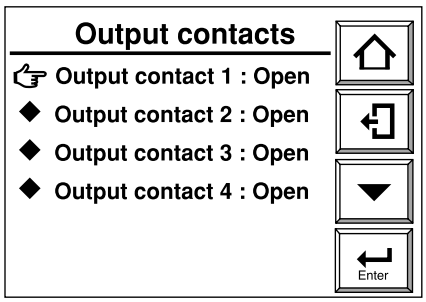

Figura 7.15.2 Display di controllo contatti uscita
(1) Premere il tasto Configurazione nel display base per visualizzare il display Esecuzione/Configurazione. Selezionare Maintenance in tale display.
(2) Selezionare Contact check nel display Maintenance per visualizzare il display Output contact check (Vedi figura 7.15.2).
(3) In questo display, selezionare l'uscita da controllare. Viene visualizzato quindi il display che consente la chiusura ed apertura dei contatti. Utilizzare il display per effettuare la prova di continuità.